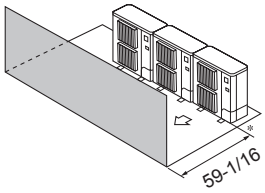

Fig. 3-13
③ Obstacles uniquement à l’avant (Fig. 3-13)